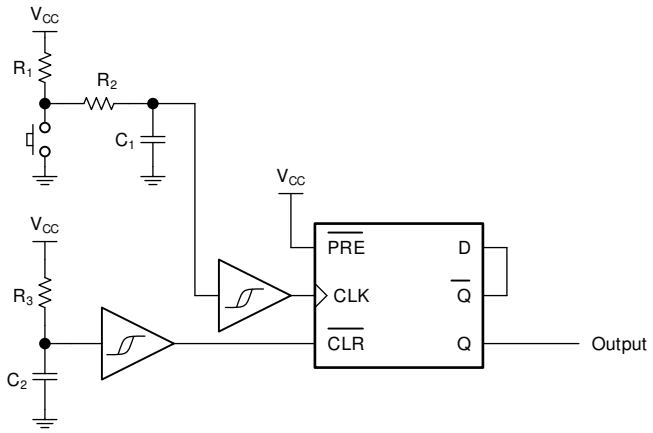

図 8-1. 代表的なアプリケーションのブロック図
図 8-1 に、SN54SC2T74-SEP を使用して 1.8V 信号を 3.3V に昇圧変換し、このアプリケーションの LED を駆動する方法を示します。SN54SC2T74-SEP は出力電流を制限しないため、追加の出力抵抗を使用して適切な電流制限を行います。抵抗の値 (R) は、LED の順方向電圧 (V_D) と LED を流れる目的の順方向電流 (I_D) から次の式を使用して求める必要があります。$R = (V_{CC} - V_D)/I_D$。